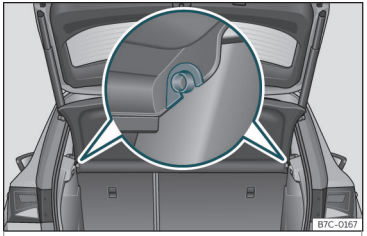

Fig. 105 En el maletero: desmontar y montar la bandeja.
- Desencaje la bandeja de los soportes laterales ››› **fig. 105** tirando de ella hacia arriba y extraiga la bandeja.
- Introduzca la bandeja horizontalmente haciendo coincidir la “herradura” sobre el eje de los soportes ››› **fig. 105**, y presione hacia abajo hasta que encastre.